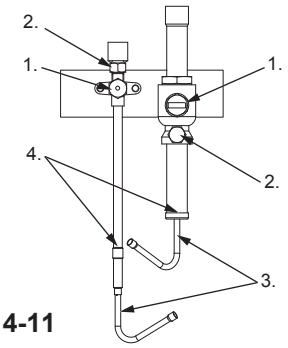

Fig. 4-11
4.5. Installation de la tuyauterie du réfrigérant (tuyau principal) (Fig. 4-11)